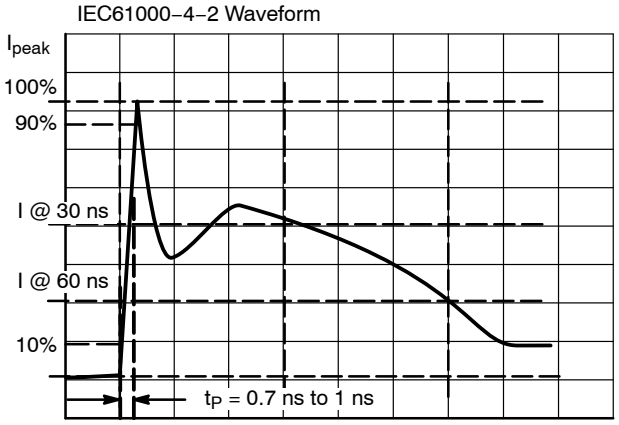

Figure 3. IEC61000−4−2 Spec
4. For test procedure see Figures 3 and 4 and Application Note AND8307/D.